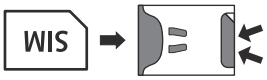

Fig. 31
2. To remove the SIM card carefully use the end of a small flat head terminal driver (indicated with the two arrows on the right side of the SIM holder where the edge of the SIM can be seen, **Fig.31**) and gently push the nano SIM to the left.